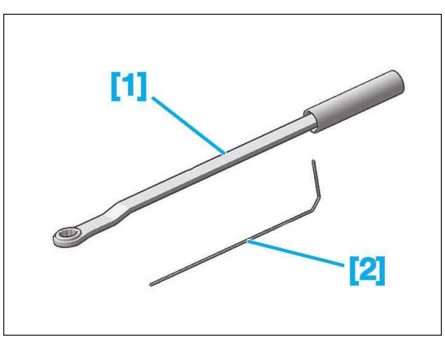

**Fig. 1**
- [1] Levier de compression du tendeur dynamique (réf. 0188Z) **(Fig.1)**.